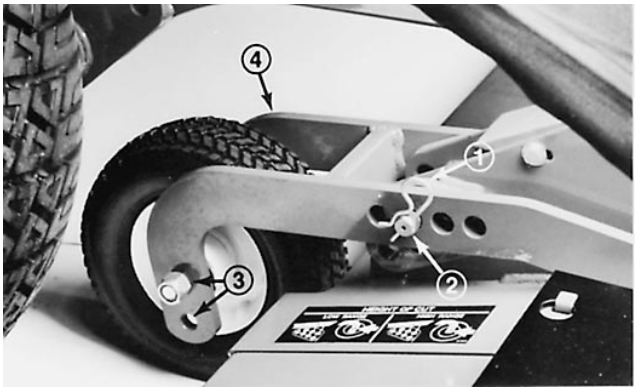
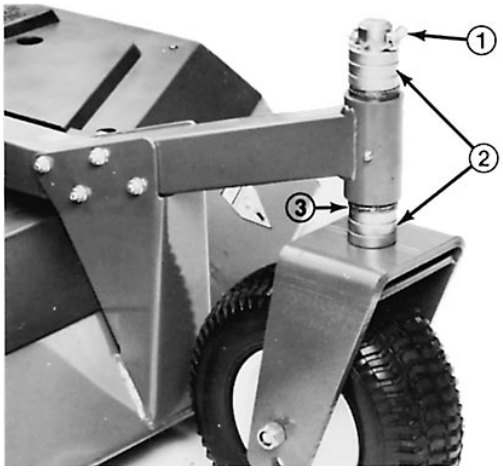

Afbeelding 9
Afbeelding 10
3. Verwijder de borgspies en de gaffelpennen van de draaiarmen van de achtercastors op het frontmaaidek (Afb. 9). Breng de gaatjes in de draai-arm op een lijn met de steungaatjes in de frames van het maaidek voor de gekozen maaihoogte, steek de gaffelpennen in en plaats de borgpies (Afb. 9).
4. Verwijder de lynch-pen uit de castorvorkassen bij alle overige castorwielsets (Afb. 10). Verwijder de castorvorkas en de afstandstukken van de castorarm (Afb. 10). Plaats de afstandstukken op de castoras overeenkomstig de gewenste instelling van de maaihoogte en monteer de castorvorkas in de arm (Afb. 9). Monteer de overige afstandstukken op de as en zet het geheel vast met de lynch-pen (Afb. 10).